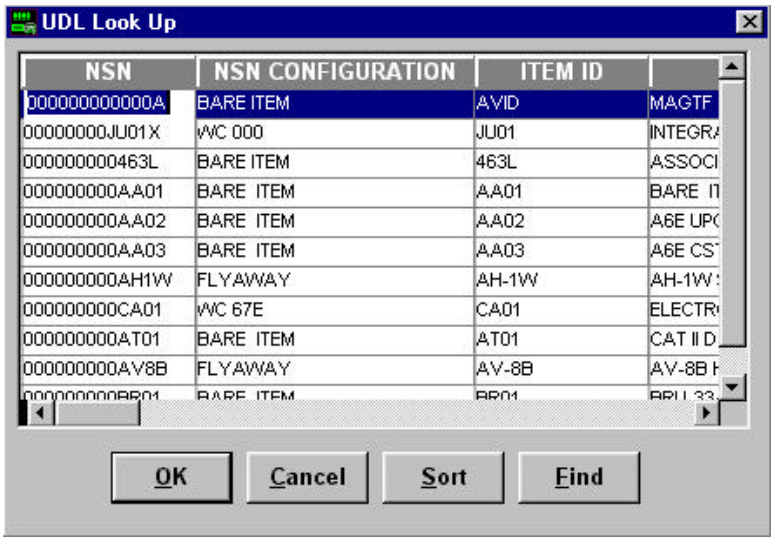

Figure 7.
STEP 2. Place the cursor in the NSN field by taking your mouse pointer and placing it into the NSN field and clicking the left mouse button. Perform a look up by using the [Look Up] command from the Edit menu, the ALT+F1 hot key, or the right mouse click option. (see Figure 7.)